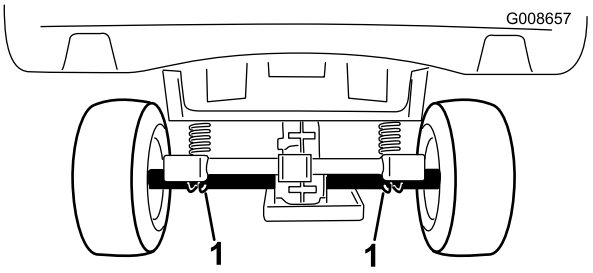

Figur 26
- Løftepunktet bak på maskinen er under akselrørene (Figur 26).